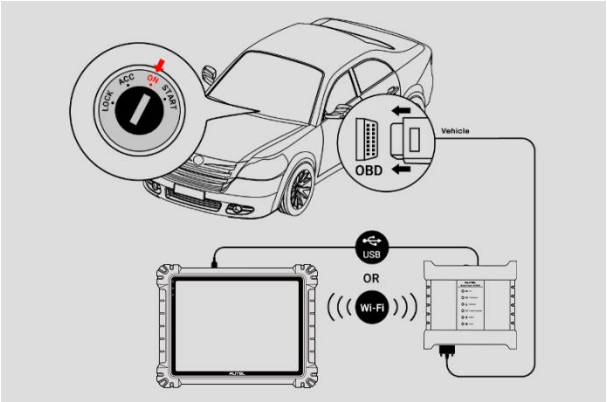

Figura 9-100 ***Dijagramma tal-Konnessjoni***
1. Jekk jogħġbok irreferi għall*Figura 9-100 Dijagramma tal-Konnessjoni* biex tlesti